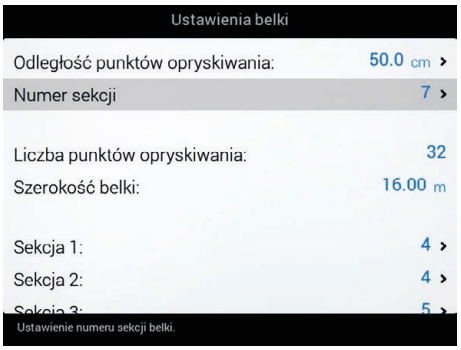

Rys. 56
- Powtórzyć programowanie dla każdej sekcji (Rys. 56).